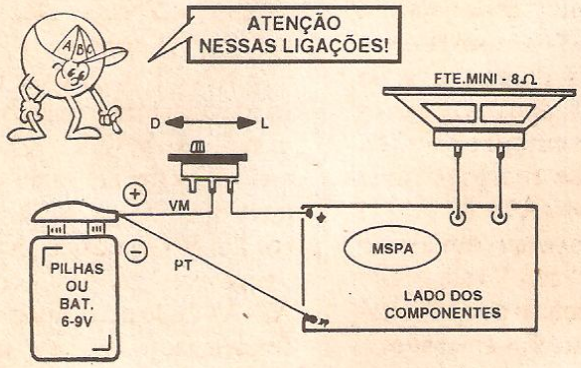

FIG. 5
- **FIG. 5** - CONEXÕES EXTERNAS À PLACA - Ainda vista pelo lado dos componentes (as peças **sobre** a placa foram "invisibilizadas", para descomplicar o visual...), temos agora as ligações externas, devendo o Leitor/"Aluno" tomar cuidado com a polaridade da alimentação, lembrando que o fio **vermelho** (do "clip" da bateria ou do suporte das pilhas...) corresponde ao **positivo**, enquanto que o fio preto indica o **negativo**. O Interruptor fica intercalado no ramo **positivo** da alimentação, enquanto que o alto-falante - não polarizado - pode ter seus terminais indiferentemente ligados aos pontos "F-F"... Os comprimentos da fiação externa deverão ser condicionados à instalação pretendida, mas sempre adotando como norma o **axioma**: FIAÇÃO CURTA FAZ UMA MONTAGEM **MAIS BONITA** E GERA **MENOS PROBLEMAS**...